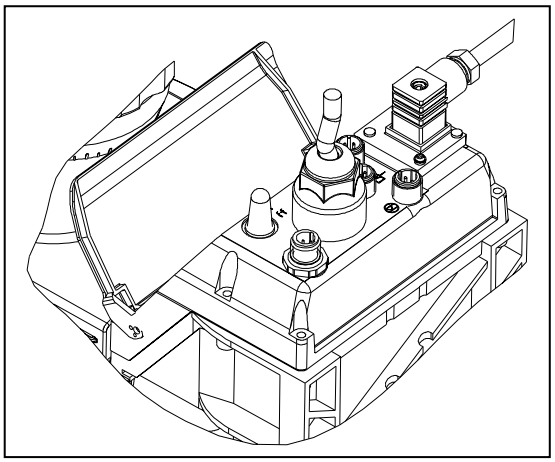

рис.18 – конечное положение релейного выхода
- Вложите уплотнение в рамку и навинтите кабель с разъемом (рис.18).